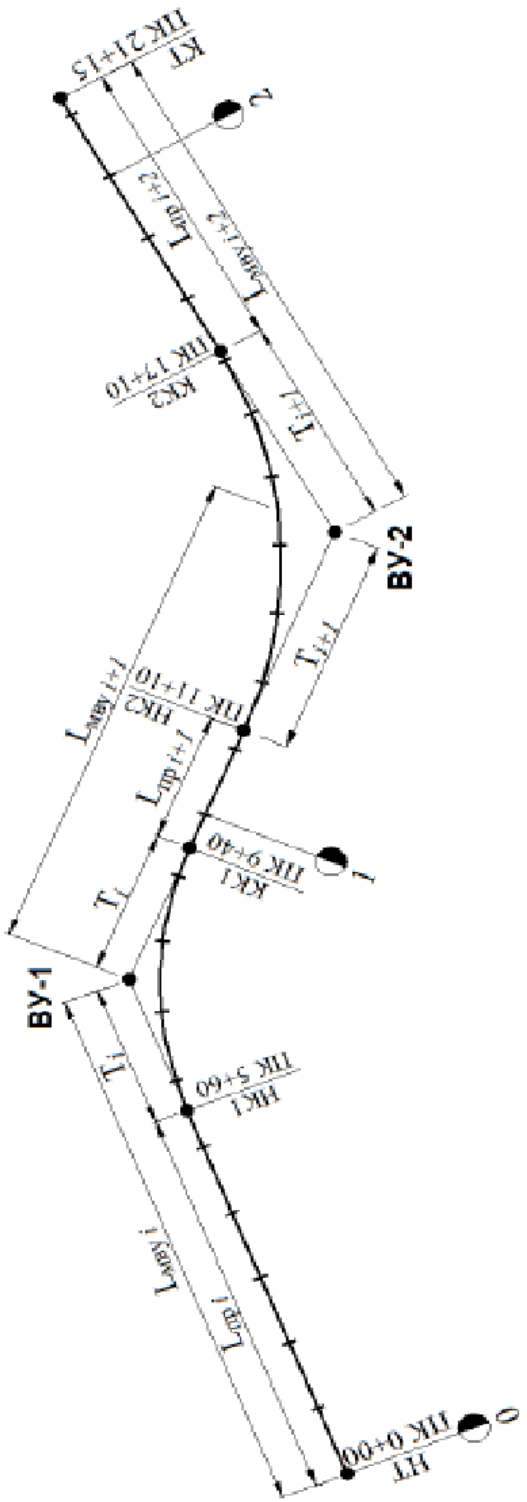

Рисунок 1. Оформление плана трассы.
3. Составляют ведомость углов поворота прямых, кривых участков трассы дороги в плане (приложение А). Приведенная в методическом указании ведомость отвечает требованиям ГОСТ Р 21.1701–97 [5]. По мнению авторов в стандартную ведомость необходимо ввести дополнительную графу 25 – азимут или румб прямых участков трассы в плане. На рис. 1 приведена схема, поясняющая порядок расчета плана трассы: